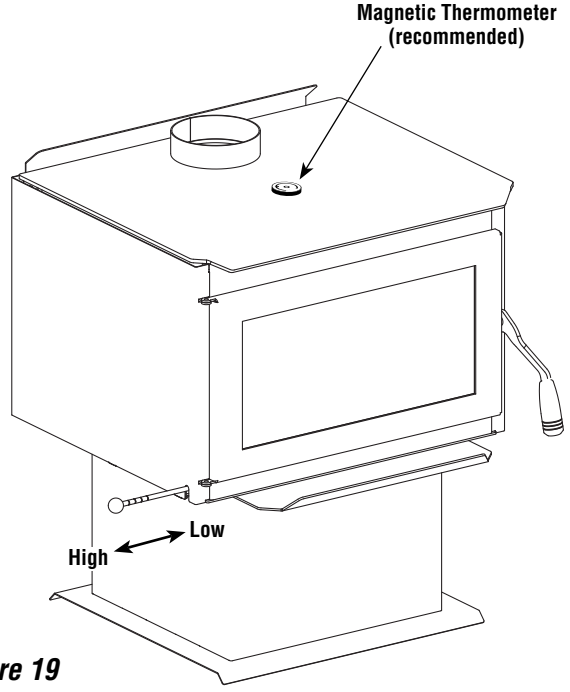

***Figure 19***
5. **When operating any wood burning appliance, it is important to become familiar with how the damper control affects heat output and the overall temperature of the appliance. A stove thermometer can be a helpful tool to help ensure you are not over-firing your appliance and it will also ensure you are burning fuel at a rate that is most efficient. Place a stove thermometer on the top of the appliance as shown in *Figure 19*. Monitor the temperature every 15 minutes or so until you become more familiar with your appliance. Close the damper all the way down if you begin to reach 600 degrees, as this is a sign that you are operating your appliance at too high a temperature.**